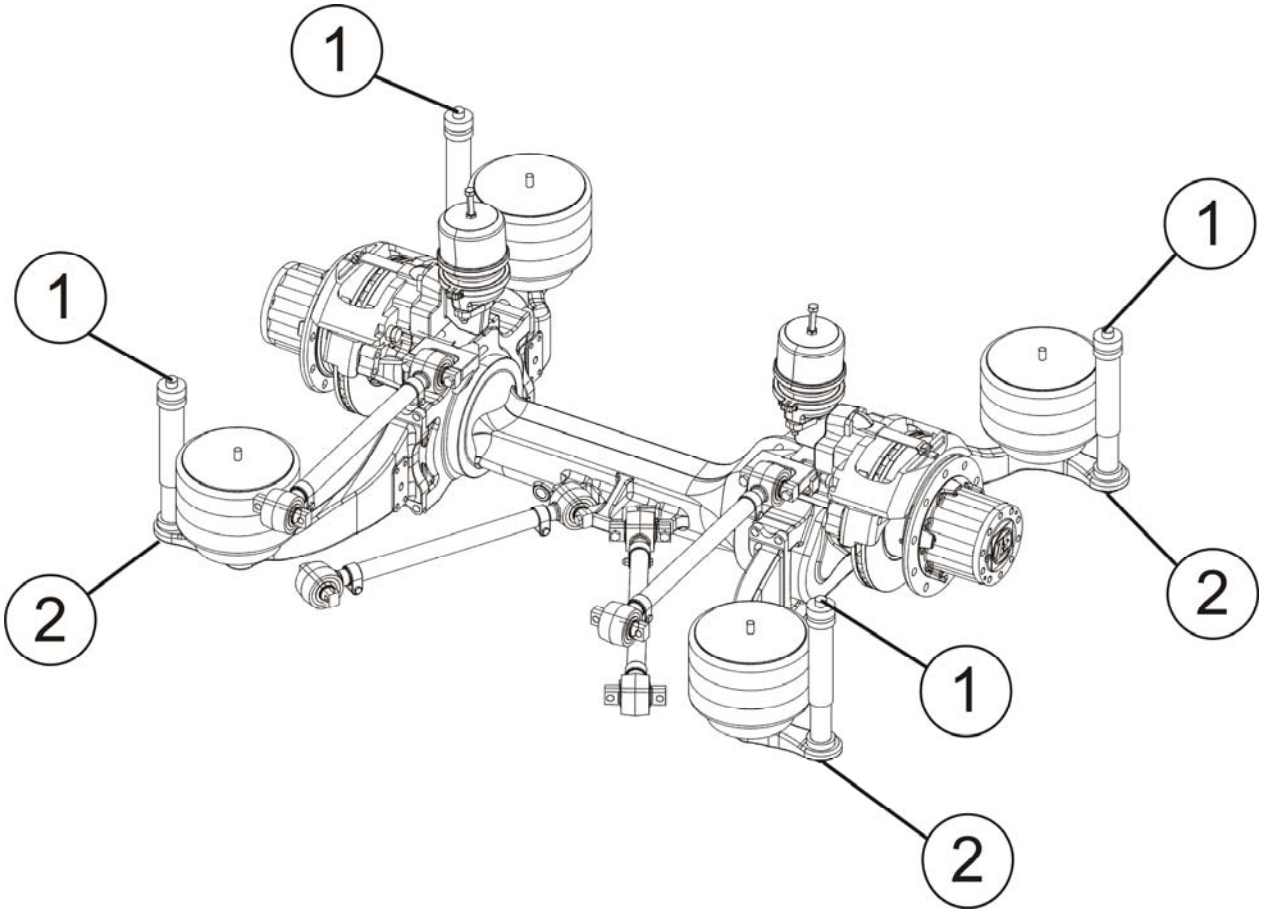

Rys. 1 Mocowanie górne i dolne amortyzatorów kół osi napędowej: 1 – nakrętka górna, 2 – nakrętka dolna w kapturku zabezpieczającym
- odkręcić nakrętki mocujące amortyzator (z góry i z dołu - Rys.1 poz.1 oraz 2),